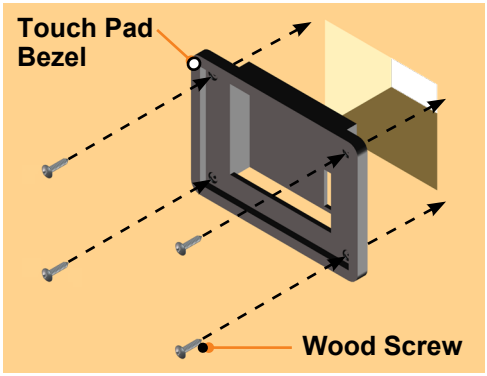

Fig.23
5. Insert the touch pad bezel into the cutout and attach it with four #8x1" wood screws with sufficient length to thread into the compartment wall **(Fig.23)**.